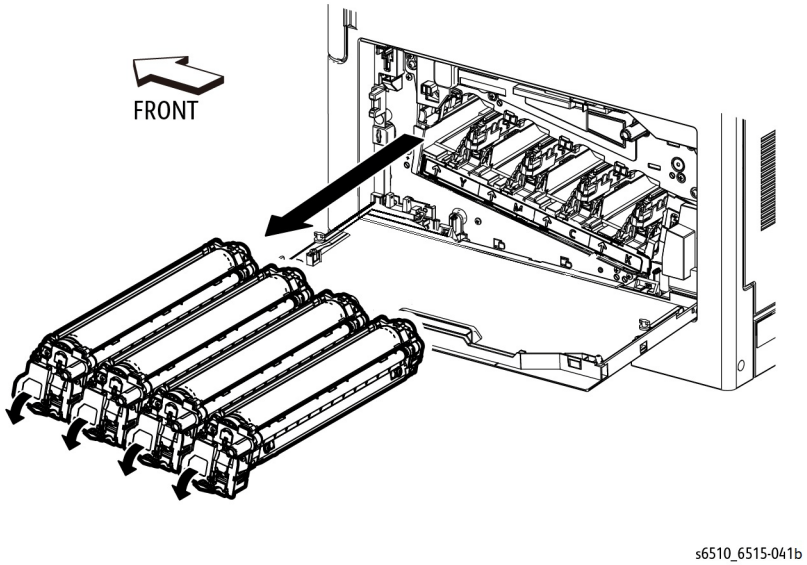

Figure 1 Remove the Drum Cartridge
2. Refer to Figure 1 to release the lever on the Drum Cartridge, then slide the assembly straight out.